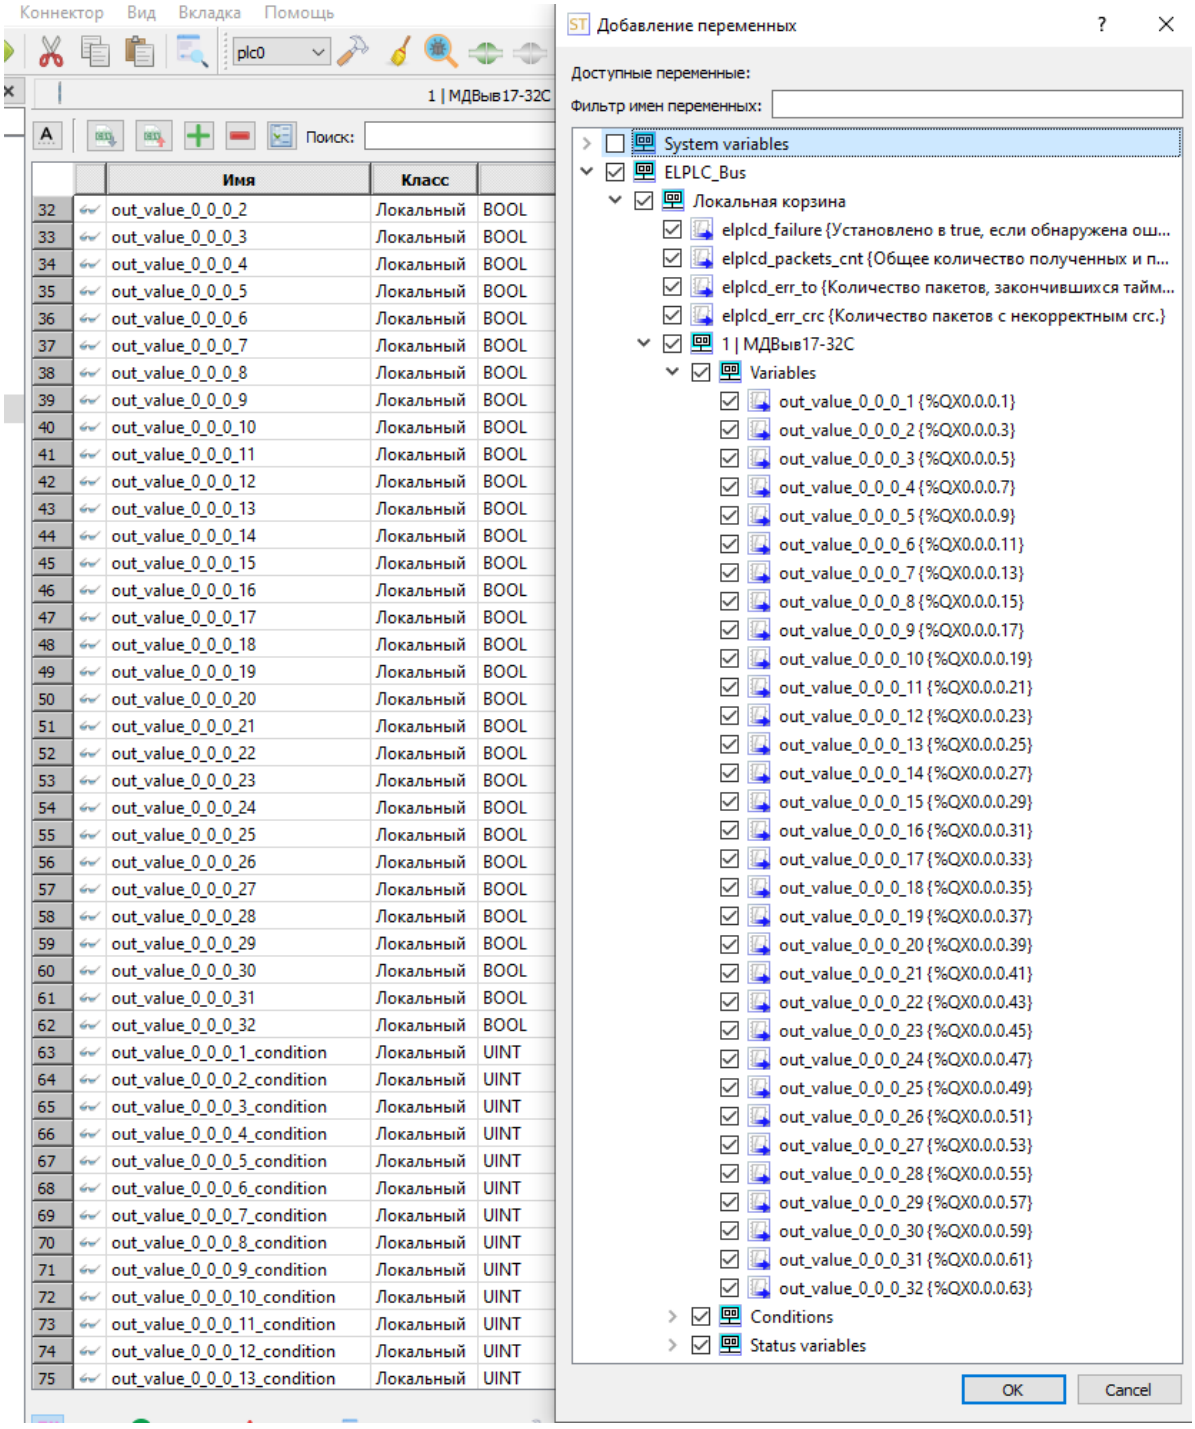

Рисунок 2.11 – Представление имён КВ модуля в дереве переменных проекта
2.3.4 Модуль представлен для IEC программ в виде набора переменных, прохождение которых в ПО осуществляется в соответствии с адресным пространством модуля (см. таблицу 1.2). Для просмотра и активации переменных необходимо нажать кнопку  «Добавить переменные внешних модулей» (см. рисунок 2.11).